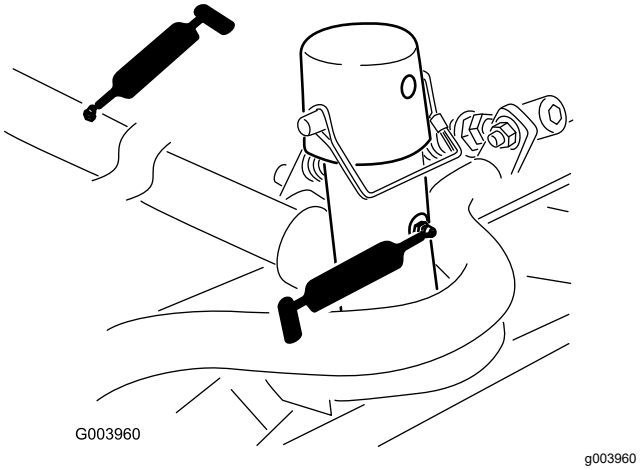

Figur 72
- Klippenhetens bärram och svängtapp (2 var) (Figur 72)